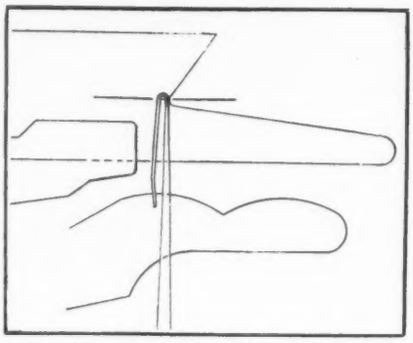

Fig. F16. Thread passing
**THE THREAD PASSING POSITION.** in the selvage cycle, should not be set until after the block-gage distance between the cam circles and press-cam rollers has been checked, since the amount of press varies the position of the needle at this point in the selvage cycle. The second key position, thread passing, is where the hook of the selvage needle passes the thread when the needles rise after clearing a course. The right relation is to have the back of the needle hook just meet the back of the sinker throat when the center of the hook and the throat are at the same level, as shown in Fig. F16.